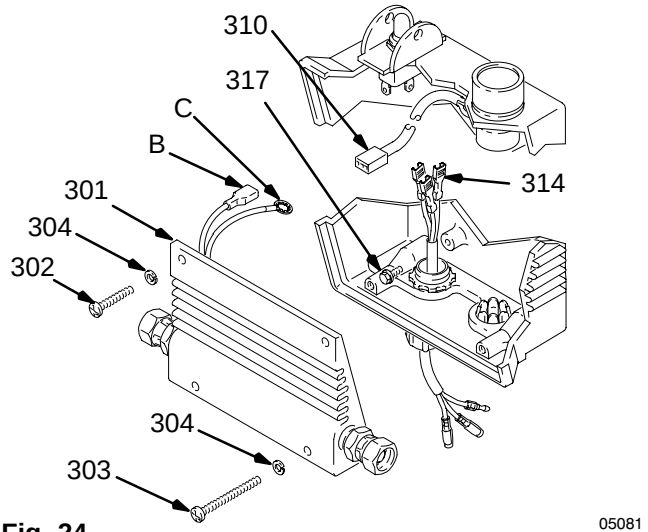

Fig. 24 05081
4. Remove the four mounting screws and washers (302, 303, 304) from the pressure control cover (76). See Fig. 24.
5. Carefully remove the engine control board (301) so as not to stress the cables.
6. Disconnect the black and white wires of the pressure control cable (314) from the engine control board.
7. Disconnect the potentiometer cable assembly (310) from the pressure control cover.
8. Disconnect the red power lead (B) from the ON/OFF switch.
9. Loosen the ground terminal screw (317) and disconnect the ground lead (C).